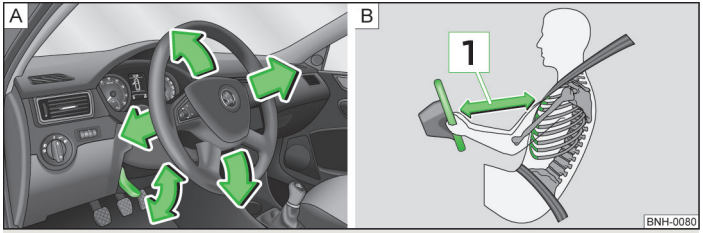

Fig. 62 **Adjustable steering wheel: Lever below the steering column/safe distance to the steering wheel**
- Maintain a distance of 25 cm 1 » Fig. 62 - B » page 68 to the steering wheel. Not maintaining this minimum distance will mean that the airbag system will not be able to properly protect you - hazard!
› Pull the lever below the steering wheel down » Fig. 62 - A.